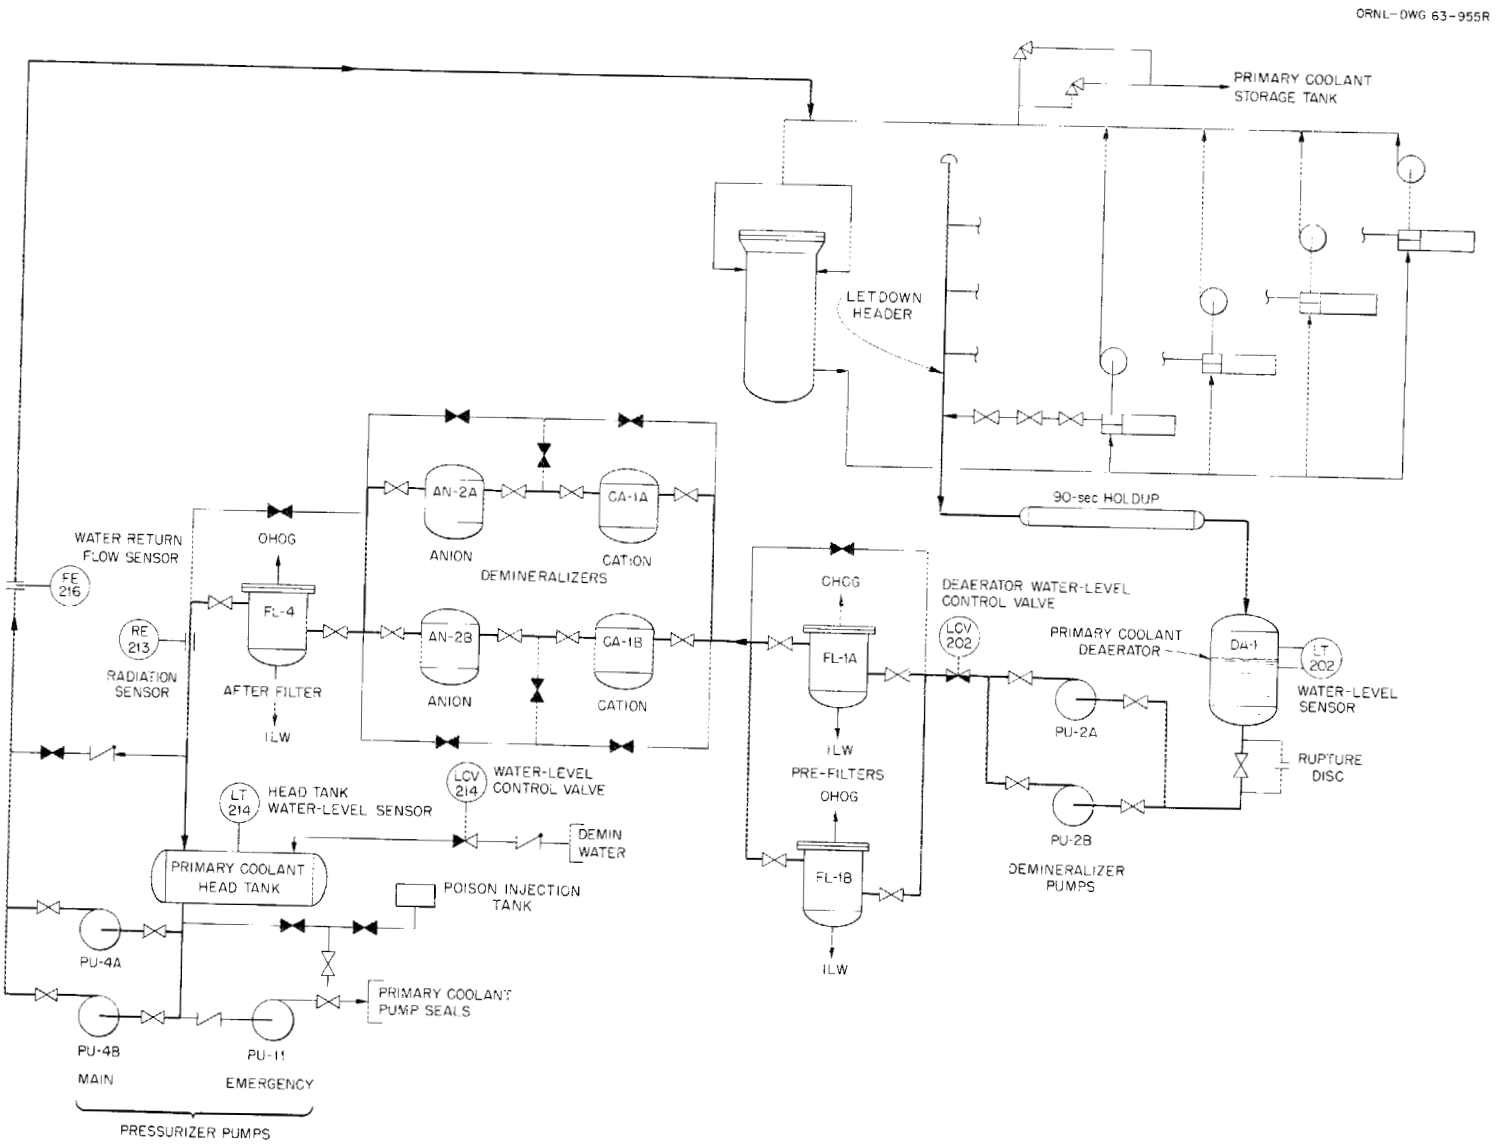

Fig. 5.4. Primary Coolant Cleanup System
17. To achieve such clarity and to keep the water pure, a system of demineralizers and filters, similar to that shown in Fig. 5.4, is used. clear